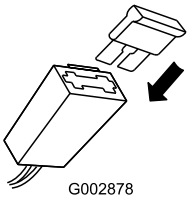

Rysunek 30
2. Włóż bezpiecznik do uchwytu bezpiecznika (Rysunek 30).